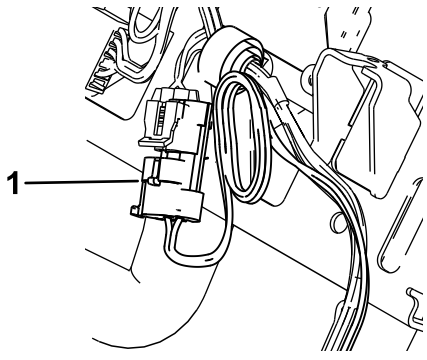

Figur 21
3. Utfør trinnene for ledningssatsen på den andre siden av maskinen (Figur 21).